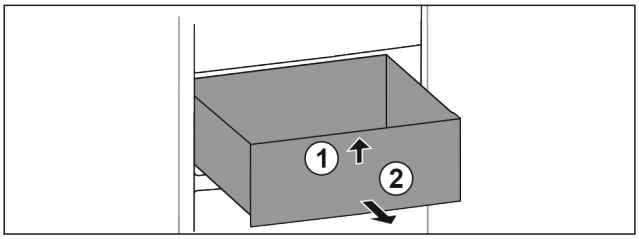

Fig. 13
▶ Приподнимите спереди *Fig. 13 (1)*.
▶ Извлеките движением вперед *Fig. 13 (2)*.